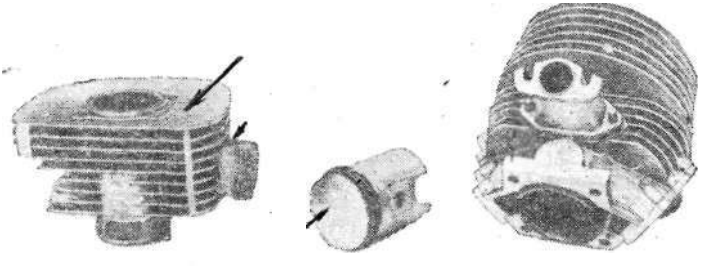

Рис. 82. Места расположения маркировки поршней и цилиндров двигателей.
2) расточкой и хонингованием цилиндров с установкой ремонтных колец и поршней. При одновременной замене поршня и цилиндра они подбираются одной группы. В торговлю поставляются поршни и цилиндры ИЖ-ЮЗ трех размерных групп (табл. 19 и 22). Клеймение группы поршня производится на головке поршня и в верхней части цилиндра (рис. 82).